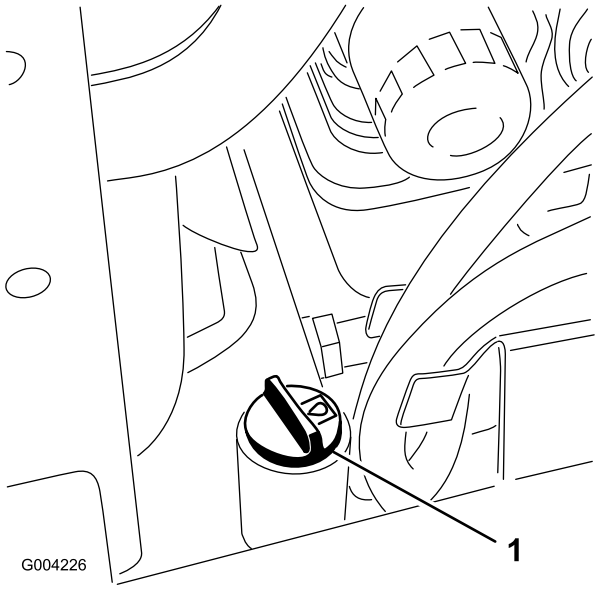

Rysunek 18
5. Wyczyść obszar wokół szyjki wlewu zbiornika oleju hydraulicznego (Rysunek 18).